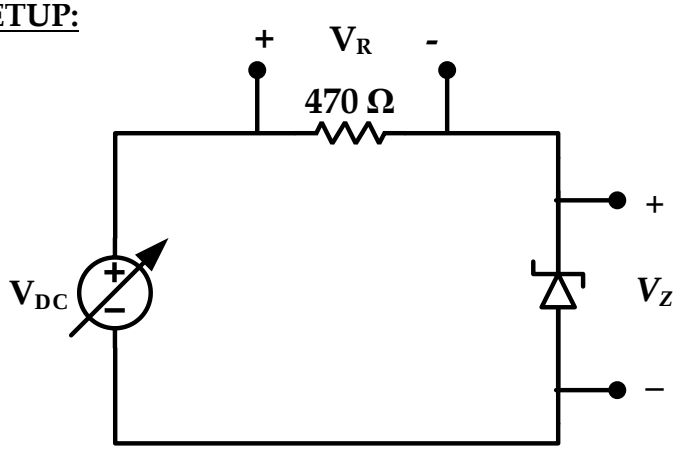

Figure 2.4: Experimental Circuit 1.
1. Connect the circuit as shown in the figure 2.4.